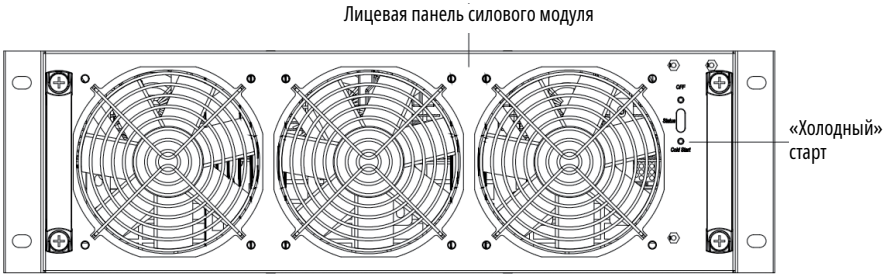

*Рисунок 5.2. Расположение кнопки «холодного» старта силового модуля*
4. После начала работы модуля мониторинга необходимо нажать кнопку холодного запуска силового модуля, расположенную на его передней панели (см. Рисунок 5.2). Модуль начнет работать, и система будет выполнять следующие за этапом 3 действия в режиме нормального запуска. Система запустит выпрямитель, затем инвертор. Весь процесс запуска занимает около 60 с, и система перейдет в режим АКБ.